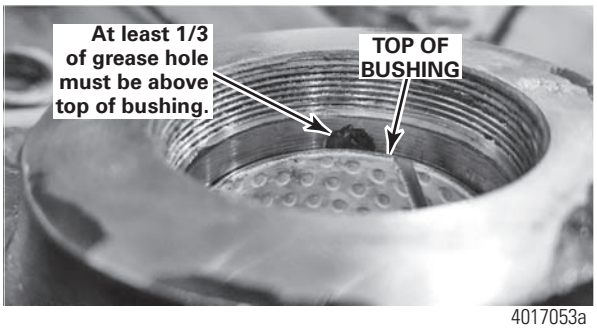

Figure 6.4
*NOTE: On some MFS12-14 knuckles with integral tie rod arms built prior to July 2019, it is possible that upon replacement of the king pin bushing, a portion of the grease hole will be covered by the bushing. Adjust bushing installation as necessary to ensure that more than 1/3 of the hole (top of the grease hole to the top of the bushing) is exposed above the bushing for proper grease flow. Figure 6.4.